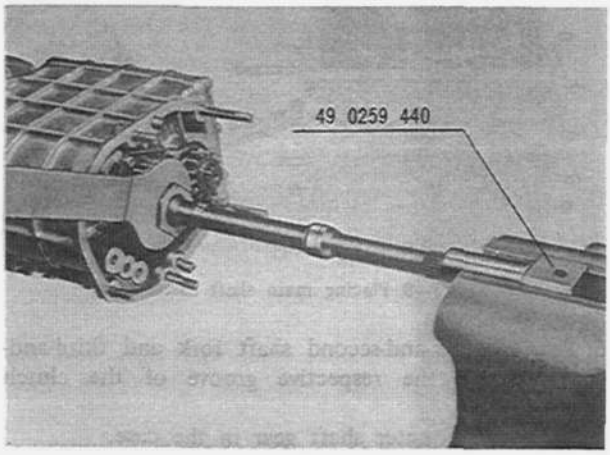

Fig. 7–4 Loosening lock nut
12. Mount the main shaft assembly on the **main shaft holder** (49 0259 440) as shown in Fig. 7–4 and loosen the reverse gear lock nut, and remove the lock nut, lock washer, reverse gear and key.